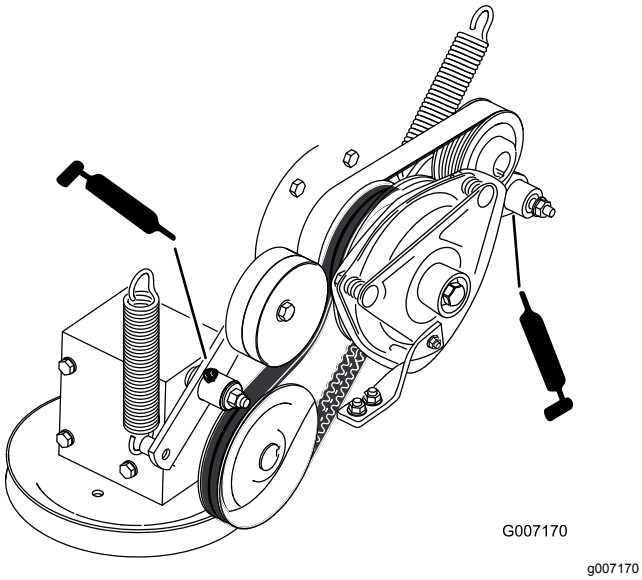

Bild 43
7. Fetten Sie den Spannarm des Zapfwellenkeilriemens ein (Bild 43).
8. Fetten Sie den Spannarm des Pumpenriemens ein (Bild 43).